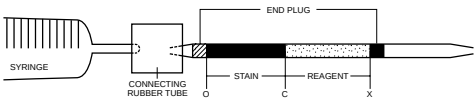

FIG. 2
4) Connect the detector tube to the syringe by using the rubber connecting tube as shown in FIG.2.